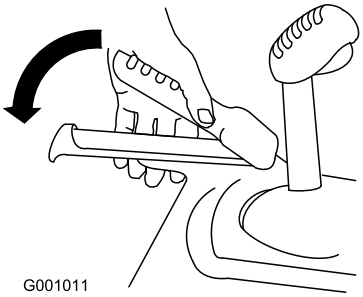

Figura 34
1. Per innestare il comando della trazione premete la leva sinistra (trazione) contro l'impugnatura (Figura 34).